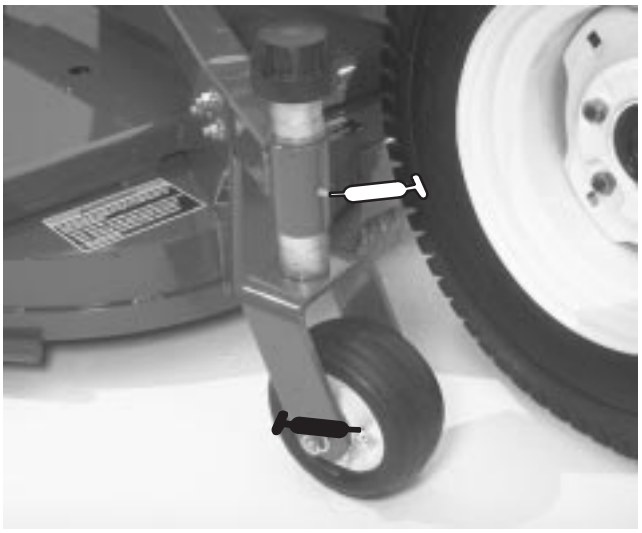

Figure 20
- rear castor spindle shaft (remove the shaft from the castor arm and coat the hexagonal shaft with designated grease every 50 hours) (Fig. 20)